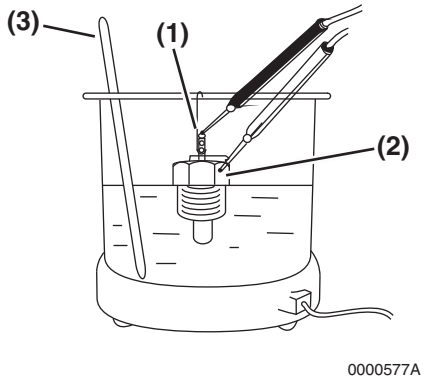

Figure 8-6
1. Check for proper operation of the temperature switch. Connect a continuity light or ohmmeter to the temperature switch. Connect one lead to the terminal of the switch **(Figure 8-6, (1))** and the other lead to the metal portion of the switch **(Figure 8-6, (2))**.
2. Place the temperature switch and an accurate thermometer **(Figure 8-6, (3))** in engine coolant.